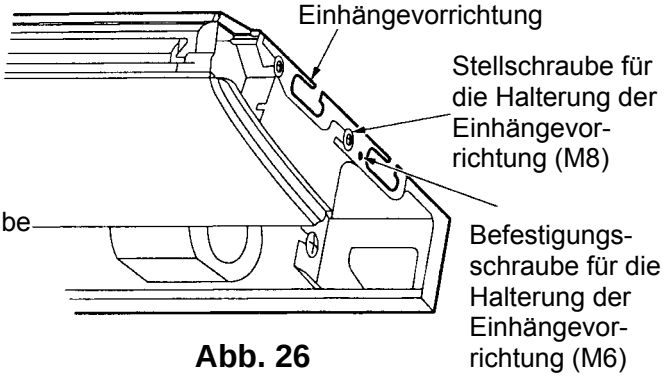

Abb. 26
- Schrauben Sie die beiden Stellschrauben (M8) der Halterung der Einhängevorrichtung auf beiden Seiten um weniger als 10 mm aus. Entfernen Sie die beiden rückseitigen Befestigungsschrauben (M6) der Halterung. Trennen Sie die Halterung durch Ziehen nach hinten ab (siehe Abb. 26).
6. Schrauben Sie die beiden Stellschrauben (M8) an der Halterung der Einhängevorrichtung fest (s. Abb. 26).
7. Schrauben Sie die beiden Befestigungsschrauben (M6) an der Halterung der Einhängevorrichtung fest, damit sich das Gerät nicht verschieben kann (siehe Abb. 26).